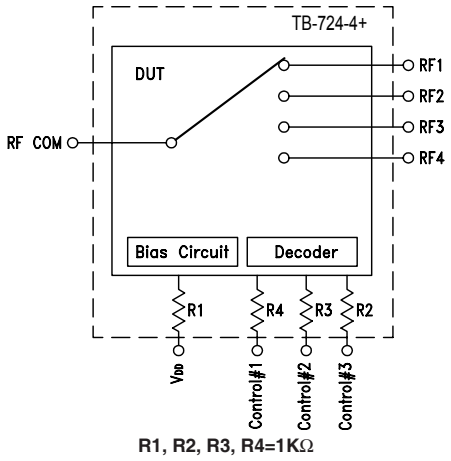

Figure 1: Block Diagram Of Test Circuit Used For Characterization.
1. As measured in Mini-Circuit's test board TB-724-4+ (see Characterization Test Circuit, Fig.1).